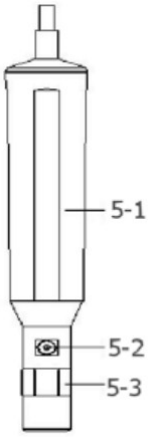

*Рис. 2*
1) Відкрутіть «Головку зонда» (5-3, рис. 2).
4) Накрутіть «Головку зонда» (5-3, рис. 2) на корпус зонда.